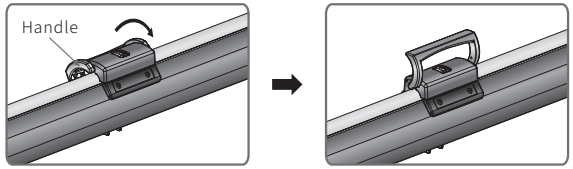

Figure 4 Figure 5
2. Pull up the handle as the arrow indicates below (Figure 4 - 5).